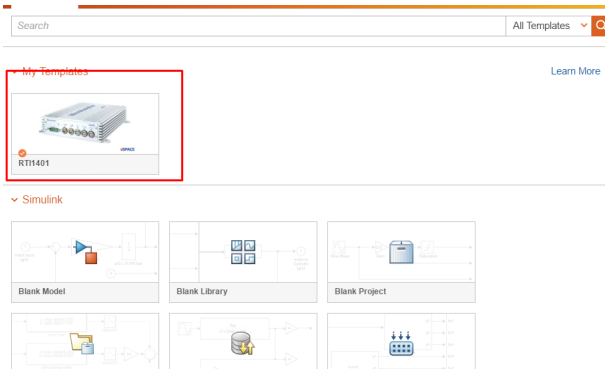

Figure 10.2: Create a Simulink model.
2. (Figure 10.2) Create a new Simulink model using the RTI1401 template provided by dSPACE.